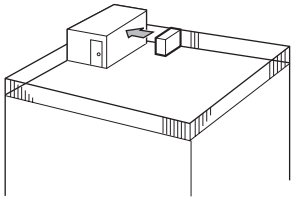

Fig. 3-2
① Positionner la sortie d'air vers le mur le plus proche et à environ 50 cm (19-11/16") de celui-ci. (Fig. 3-2)